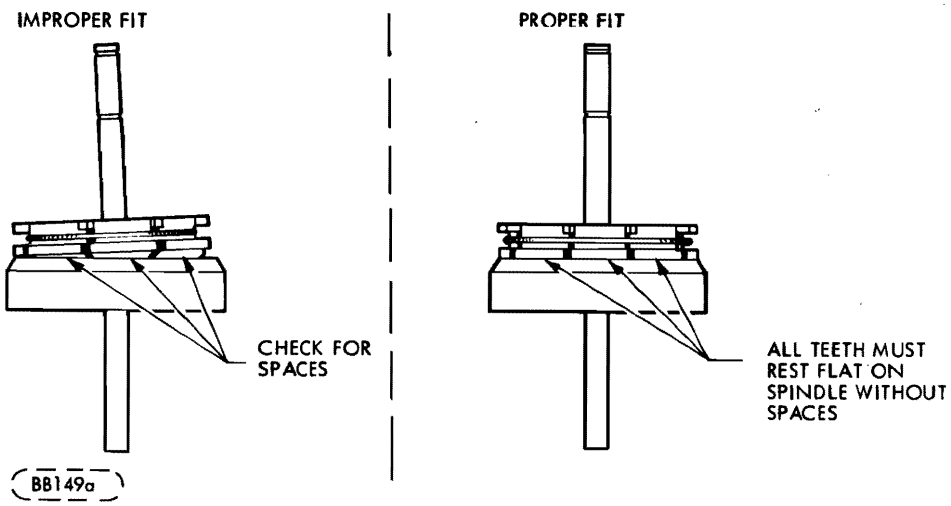

Figure 6-11. Spindle and Cone
b. Position chassis assembly by pushing down on the spindle cone shaft so cone seats in the spindle (Figure 6-11).
c. Slowly close door without spindle turning. Spindle top surface and cone spindle contact surface must meet at the same time on the full circumference of the spindle (see Figure 6-11).